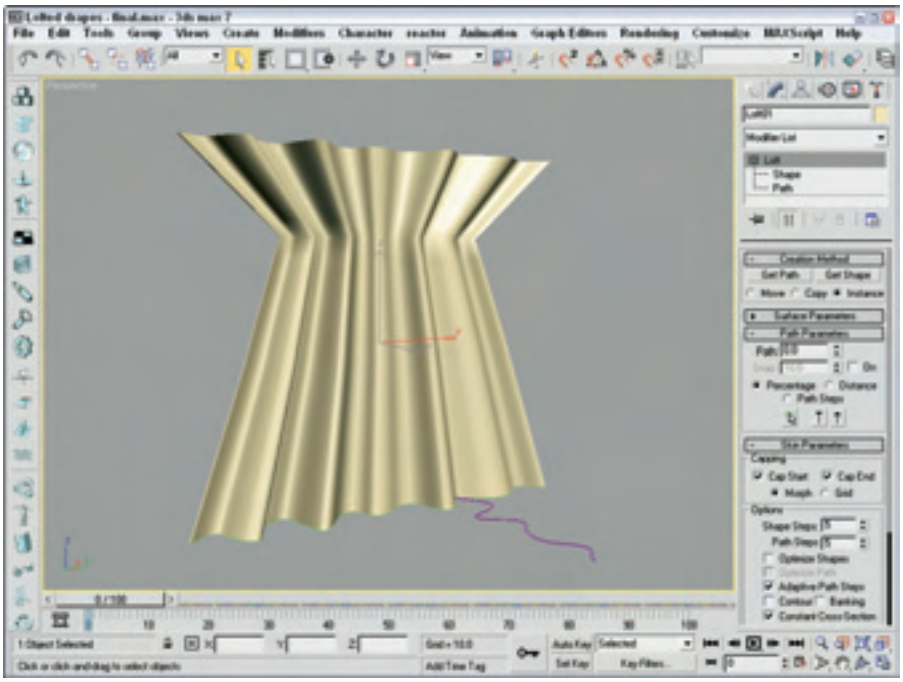

Figure 18-26: Drapes that have been modeled using a Loft object
4. Use the Deformation functions to add more control to the drapes, such as tying them together as shown in Figure 18-26.